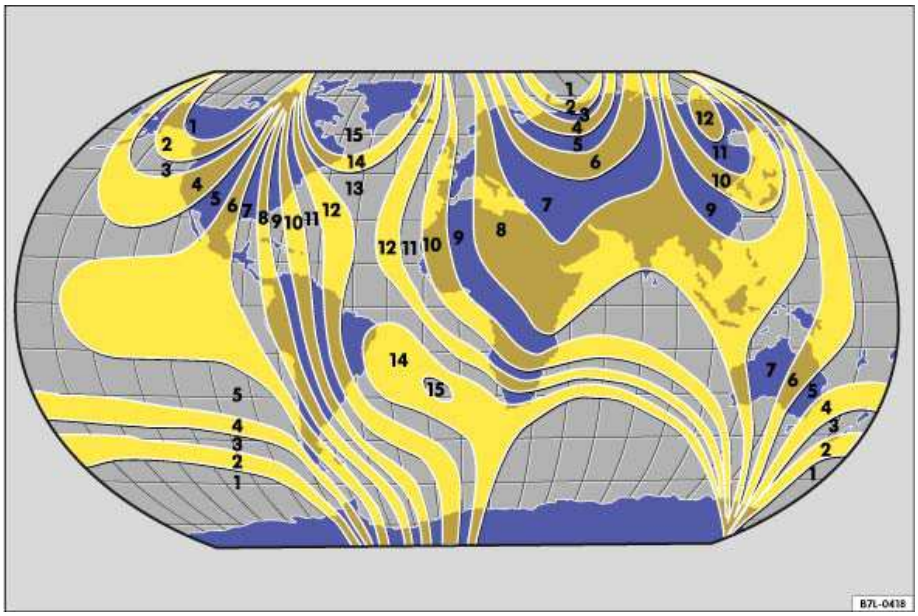

**Fig. 14** Compass zones.
- Select the compass zone according to the current location ⇒ fig. 14.